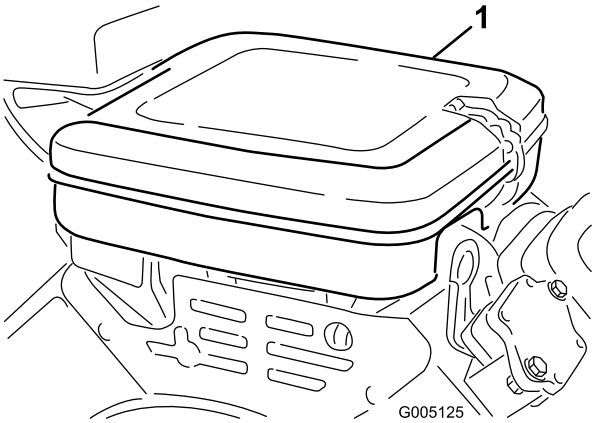

**Figuur 42**
1. Maak de sluitklemmen los en verwijder het luchtfilterdeksel (Figuur 42). Reinig het deksel grondig.